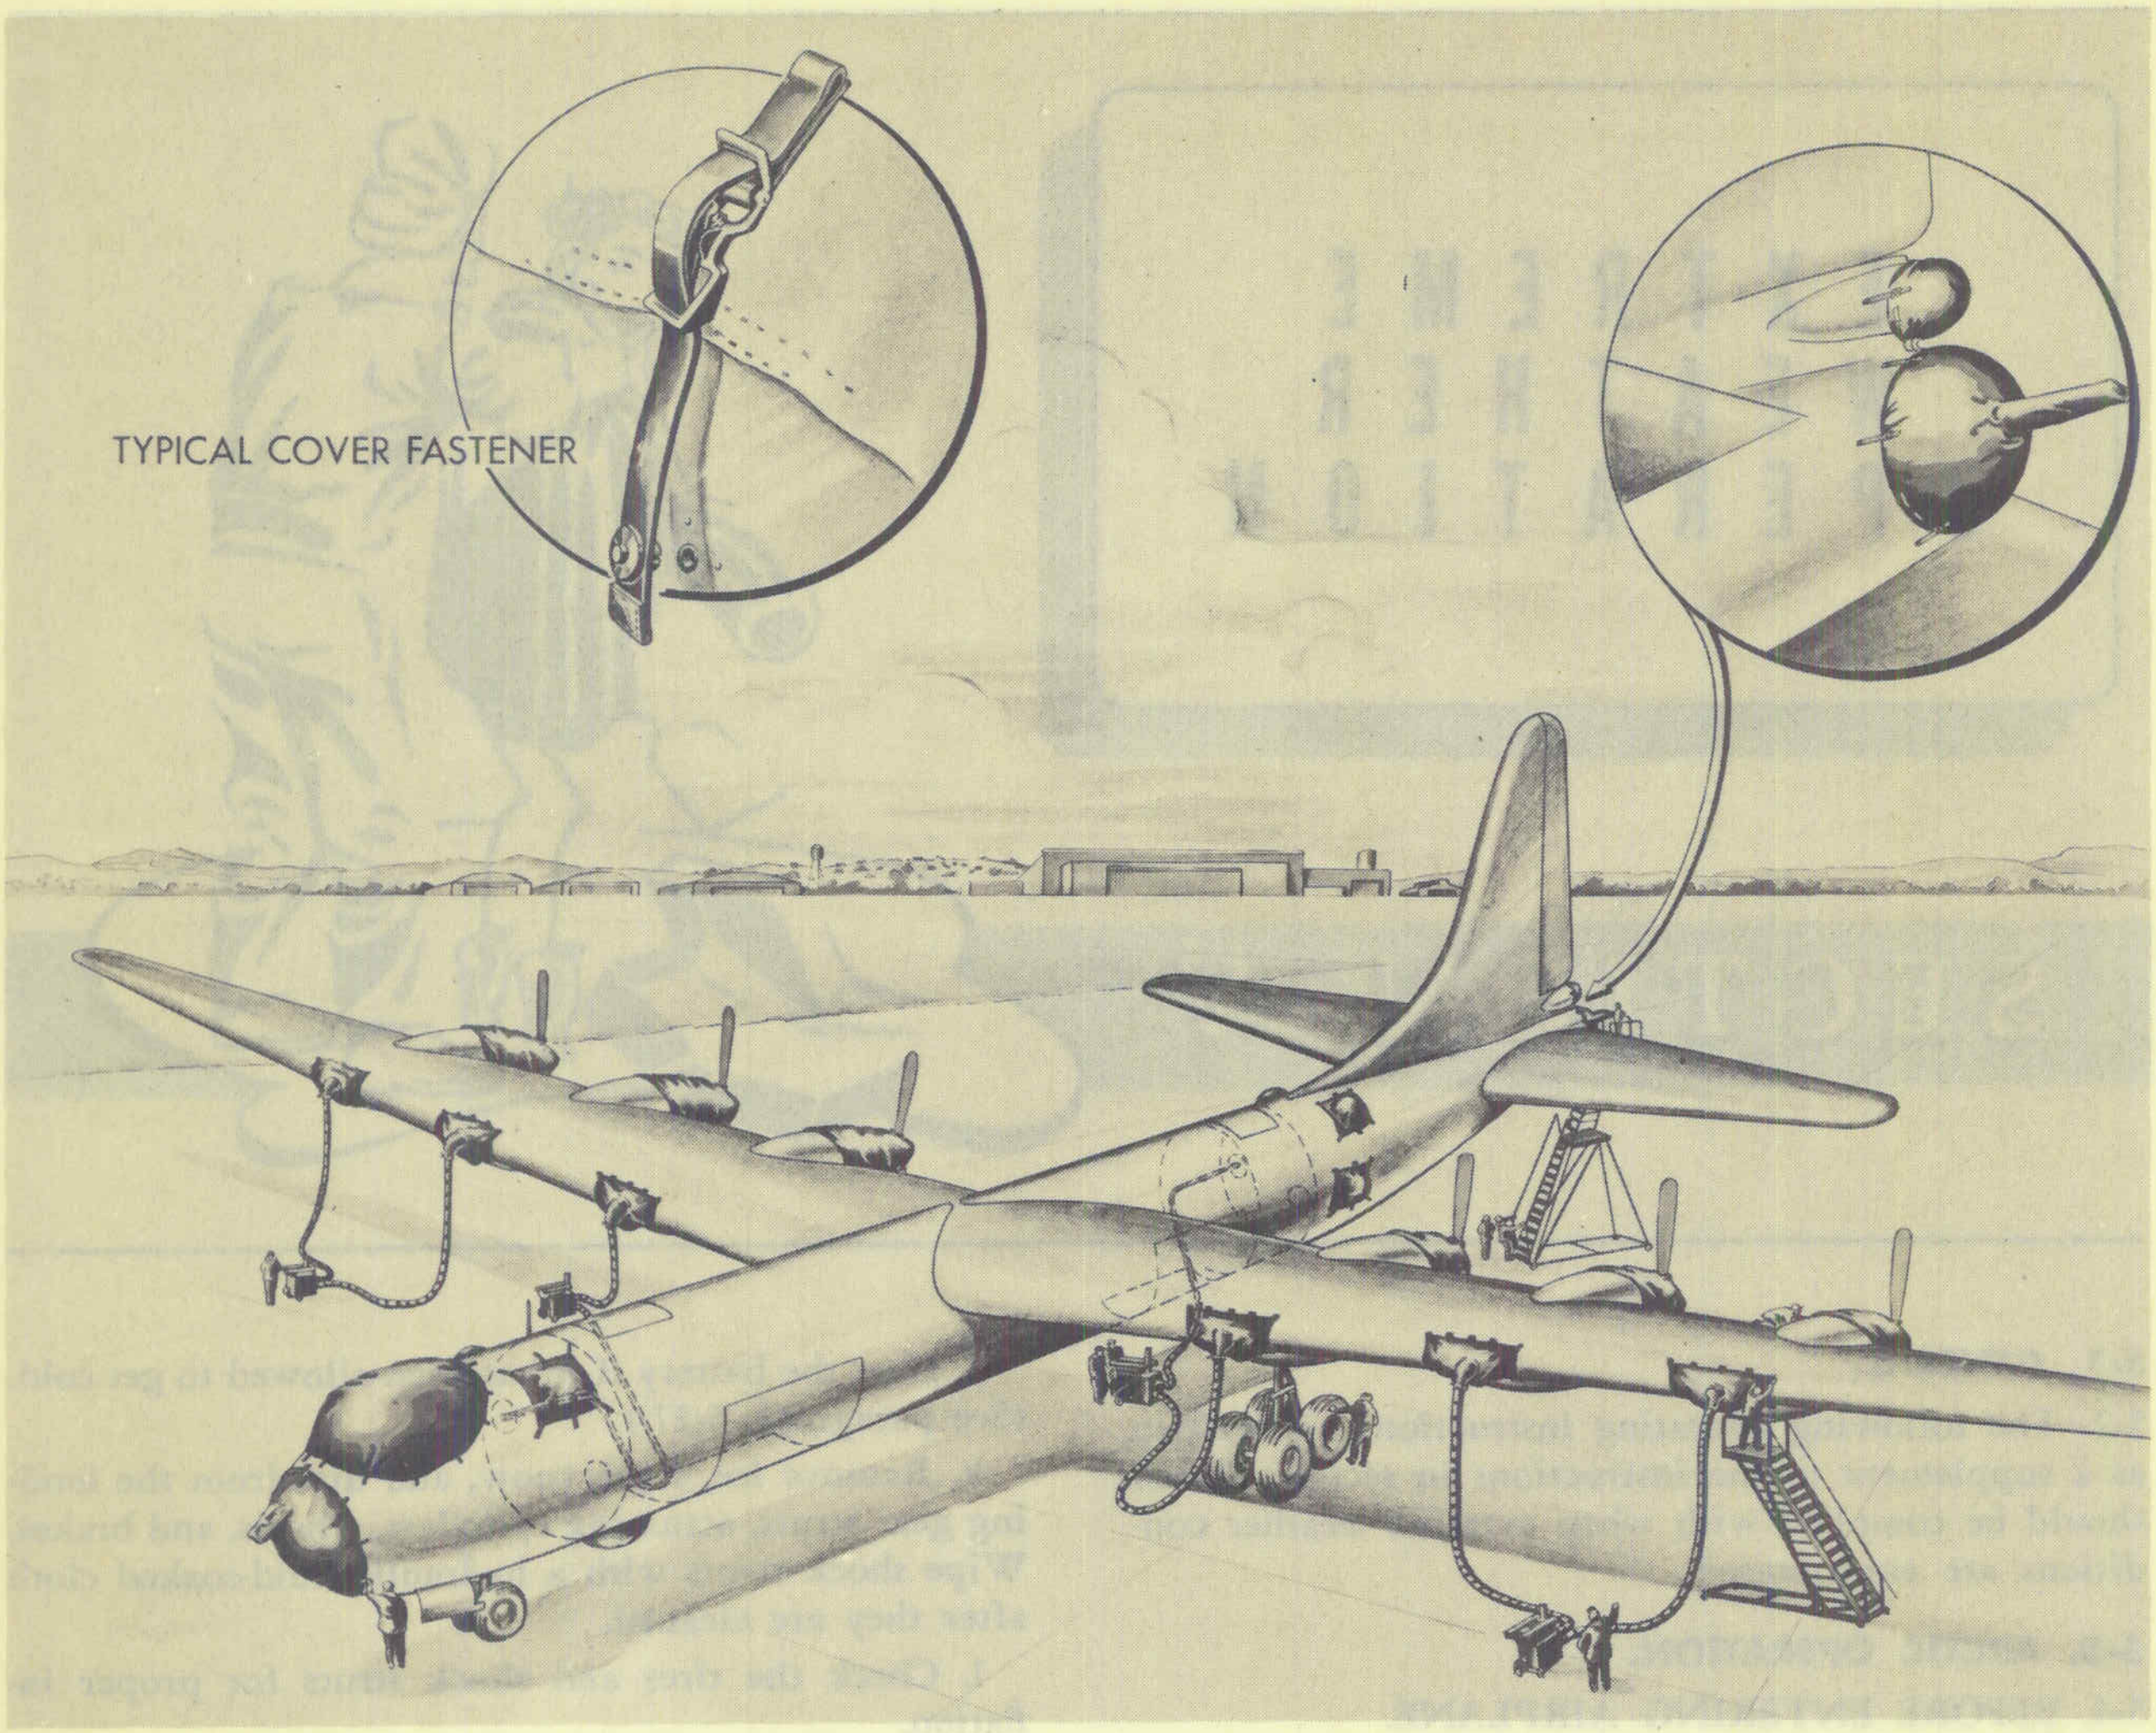

Figure 5-1. Ground Heating
a. Preheat engines if temperatures are below -18° C (0°F), even though oil dilution was accomplished at shutdown. (See figure 5-1.)